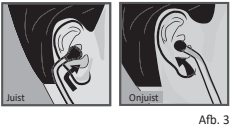

Afb. 3
4. Als de dopjes in uw oren zitten, moeten de oorbuizen naar voren gericht zijn, zoals te zien op Afb. 3. Als de stethoscoop niet op juiste wijze wordt gedragen, dan kan dit leiden tot zwakke akoestische afdichting en, in sommige gevallen, tot volledige blokkering van het geluid.